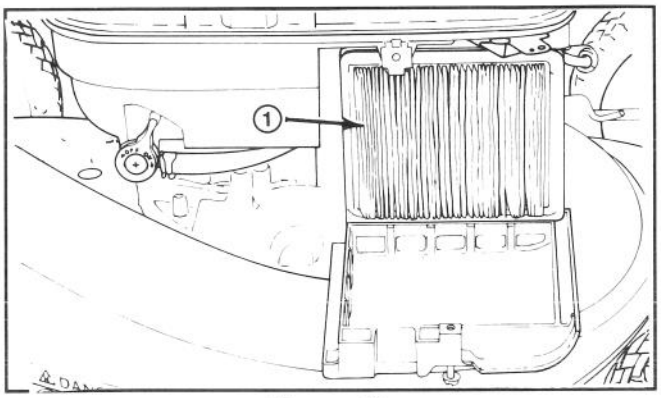

Figure 16
3. Remove paper air cleaner filter (Fig. 16) and discard.